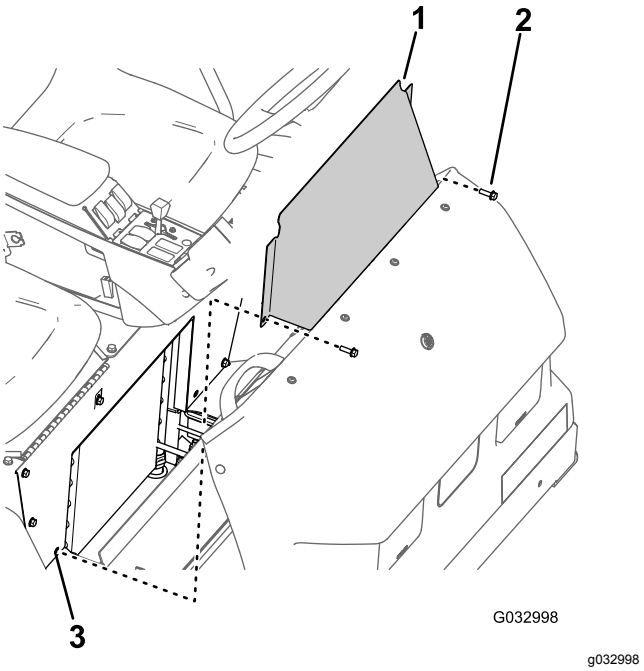

Figur 61
1. Fjern de to flenshodeboltene som fester tilgangsplaten til setebasen (Figur 61).
2. Fjern tilgangspanelet på setebasen fra maskinen (Figur 61).
1. Innrett hullene i tilgangsplaten på linje med hullene i setebasen (Figur 61).
2. Fest tilgangsplaten på setebasen med de to flenshodeboltene (Figur 61) som du fjernet i steg 1 i Fjerne tilgangsplaten på setebasen (side 50).